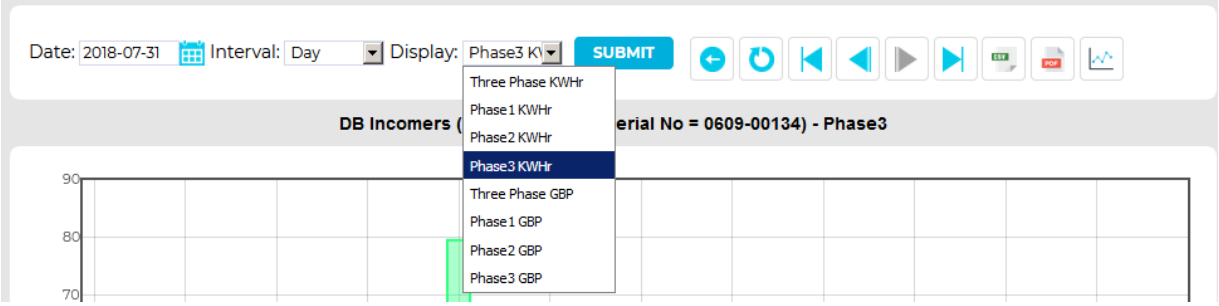

Figure 56
1. From the **Display:** drop-down list, select the required Phase to display and the Units to use (KW/hr or GBP). See Figure 56 below: